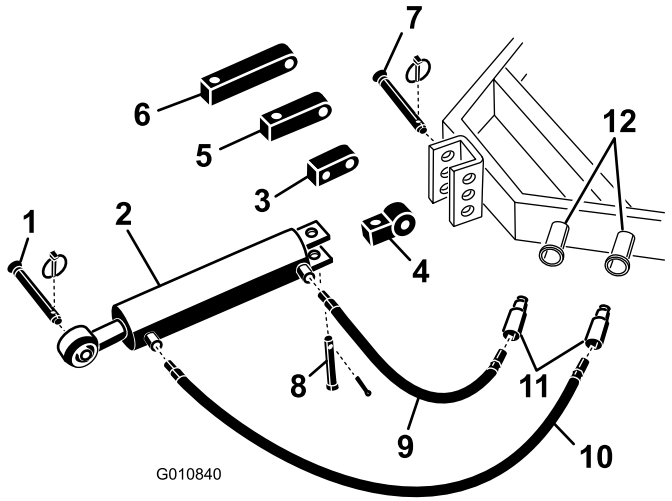

Figur 5
1. Fest enden av koblingsleddet til det hydrauliske toppleddet til traktoren, ved hjelp av tappene som følger med (Figur 5). Still inn det hydrauliske toppleddet, slik at stangenden peker mot luftemaskinen. Sylinderportene skal være rettet mot traktorens hydrauliske kraft.
Merk: Hvis den hydrauliske sylinderen må plasseres med portene vendt oppover, bruker du omdreiningsblokken istedenfor standard monteringsblokk for å stille inn sylinderen på nytt (Figur 5). En 90-graders hydraulikkoblingen kan brukes istedenfor omdreiningsblokken (festene medfølger ikke).
A. Fjern splinten og tappen som fester standard tilkoblingsleddet til sylinderen (Figur 5). Fjern tilkoblingsleddet fra sylinderen.
B. Fest omdreiningsblokken til sylinderen ved hjelp av tappene du allerede har fjernet (Figur 5).
2. Koble den 107 cm lange hydraulikkslangen til porten på det hydrauliske toppleddet som er nærmest luftemaskinen Figur 5. Påfør teflontape eller forseglingsmiddel for rørgjenger på slangegjengene for å hindre lekkasje.
3. Koble den 75 cm lange hydraulikkslangen til porten på det hydrauliske toppleddet som er nærmest traktoren (Figur 5). Påfør teflontape eller forseglingsmiddel for rørgjenger på slangegjengene for å hindre lekkasje.
Hvis hydraulikksylinderen ikke når frem til monteringsbraketten på luftemaskinen, erstatter du standard monteringsblokken med en forlengelsesblokk når du kobler sylinderen til traktoren (Figur 5).
B. Monter påkrevd forlengelsesblokk til sylinderen ved hjelp av tappene du allerede har fjernet (Figur 5).